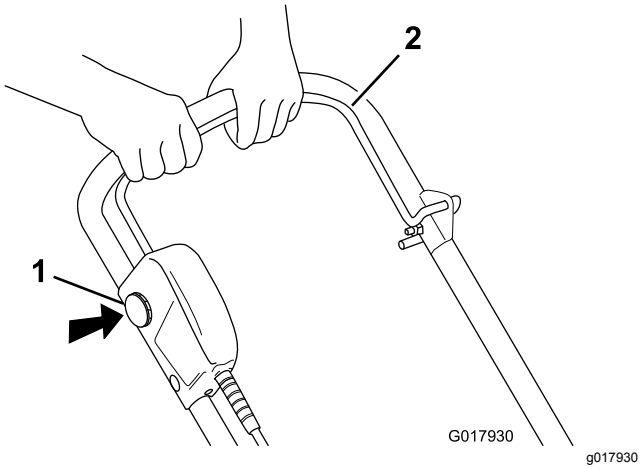

**Figura 10**
1. Per avviare il motore, inserite il pulsante di interblocco (chiave), tenete premuto il pulsante di interblocco (chiave) e premete la barra di comando dell'alimentazione contro la stegola (Figura 10).